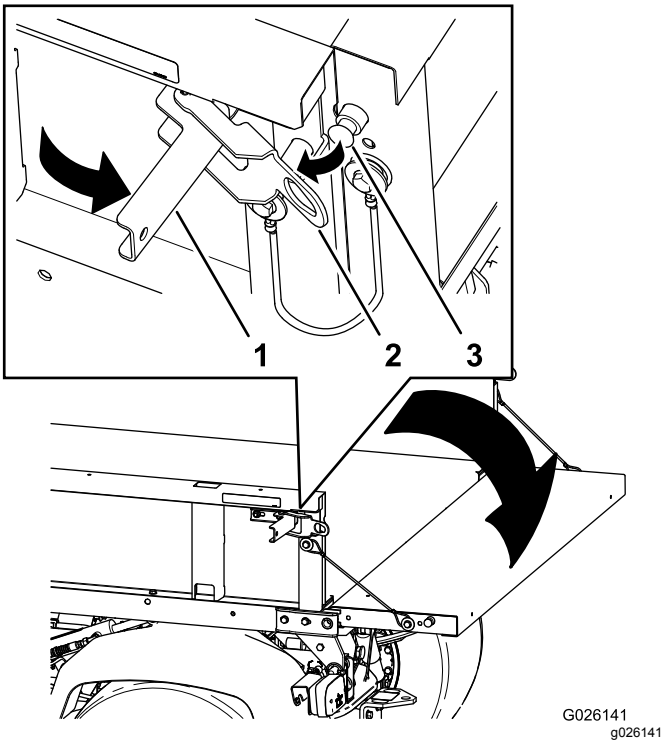

Rysunek 16
2. Otwórz zaczepy po lewej i prawej stronie platformy, a następnie opuść tylną burtę (Rysunek 16).